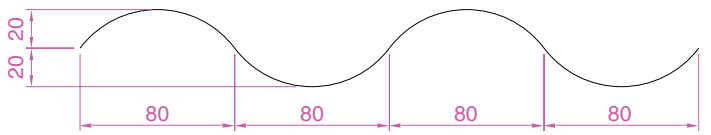
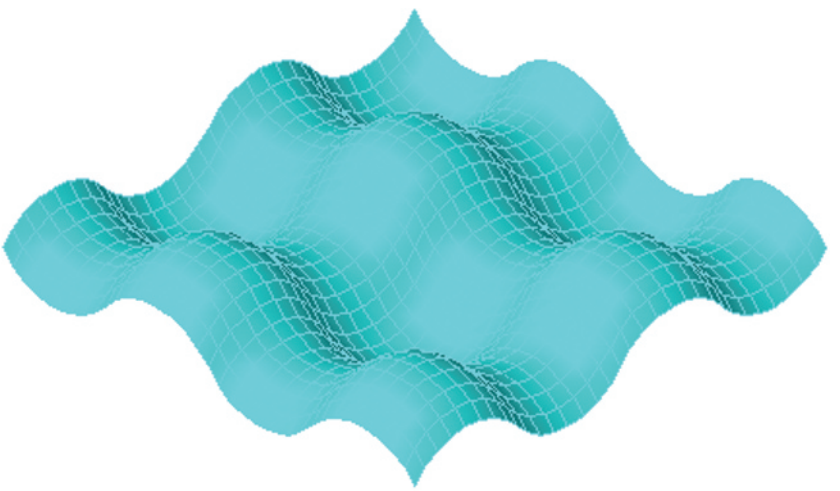

Fig. 19.13 Exercise 1 – the pline for each of the four objects
Fig. 19.14 Exercise 1
1. Fig. 19.13 shows a polyline for each of the four objects from which the surface shown in Fig. 19.14 was obtained. Construct the surface and shade with **Realistic** shading.